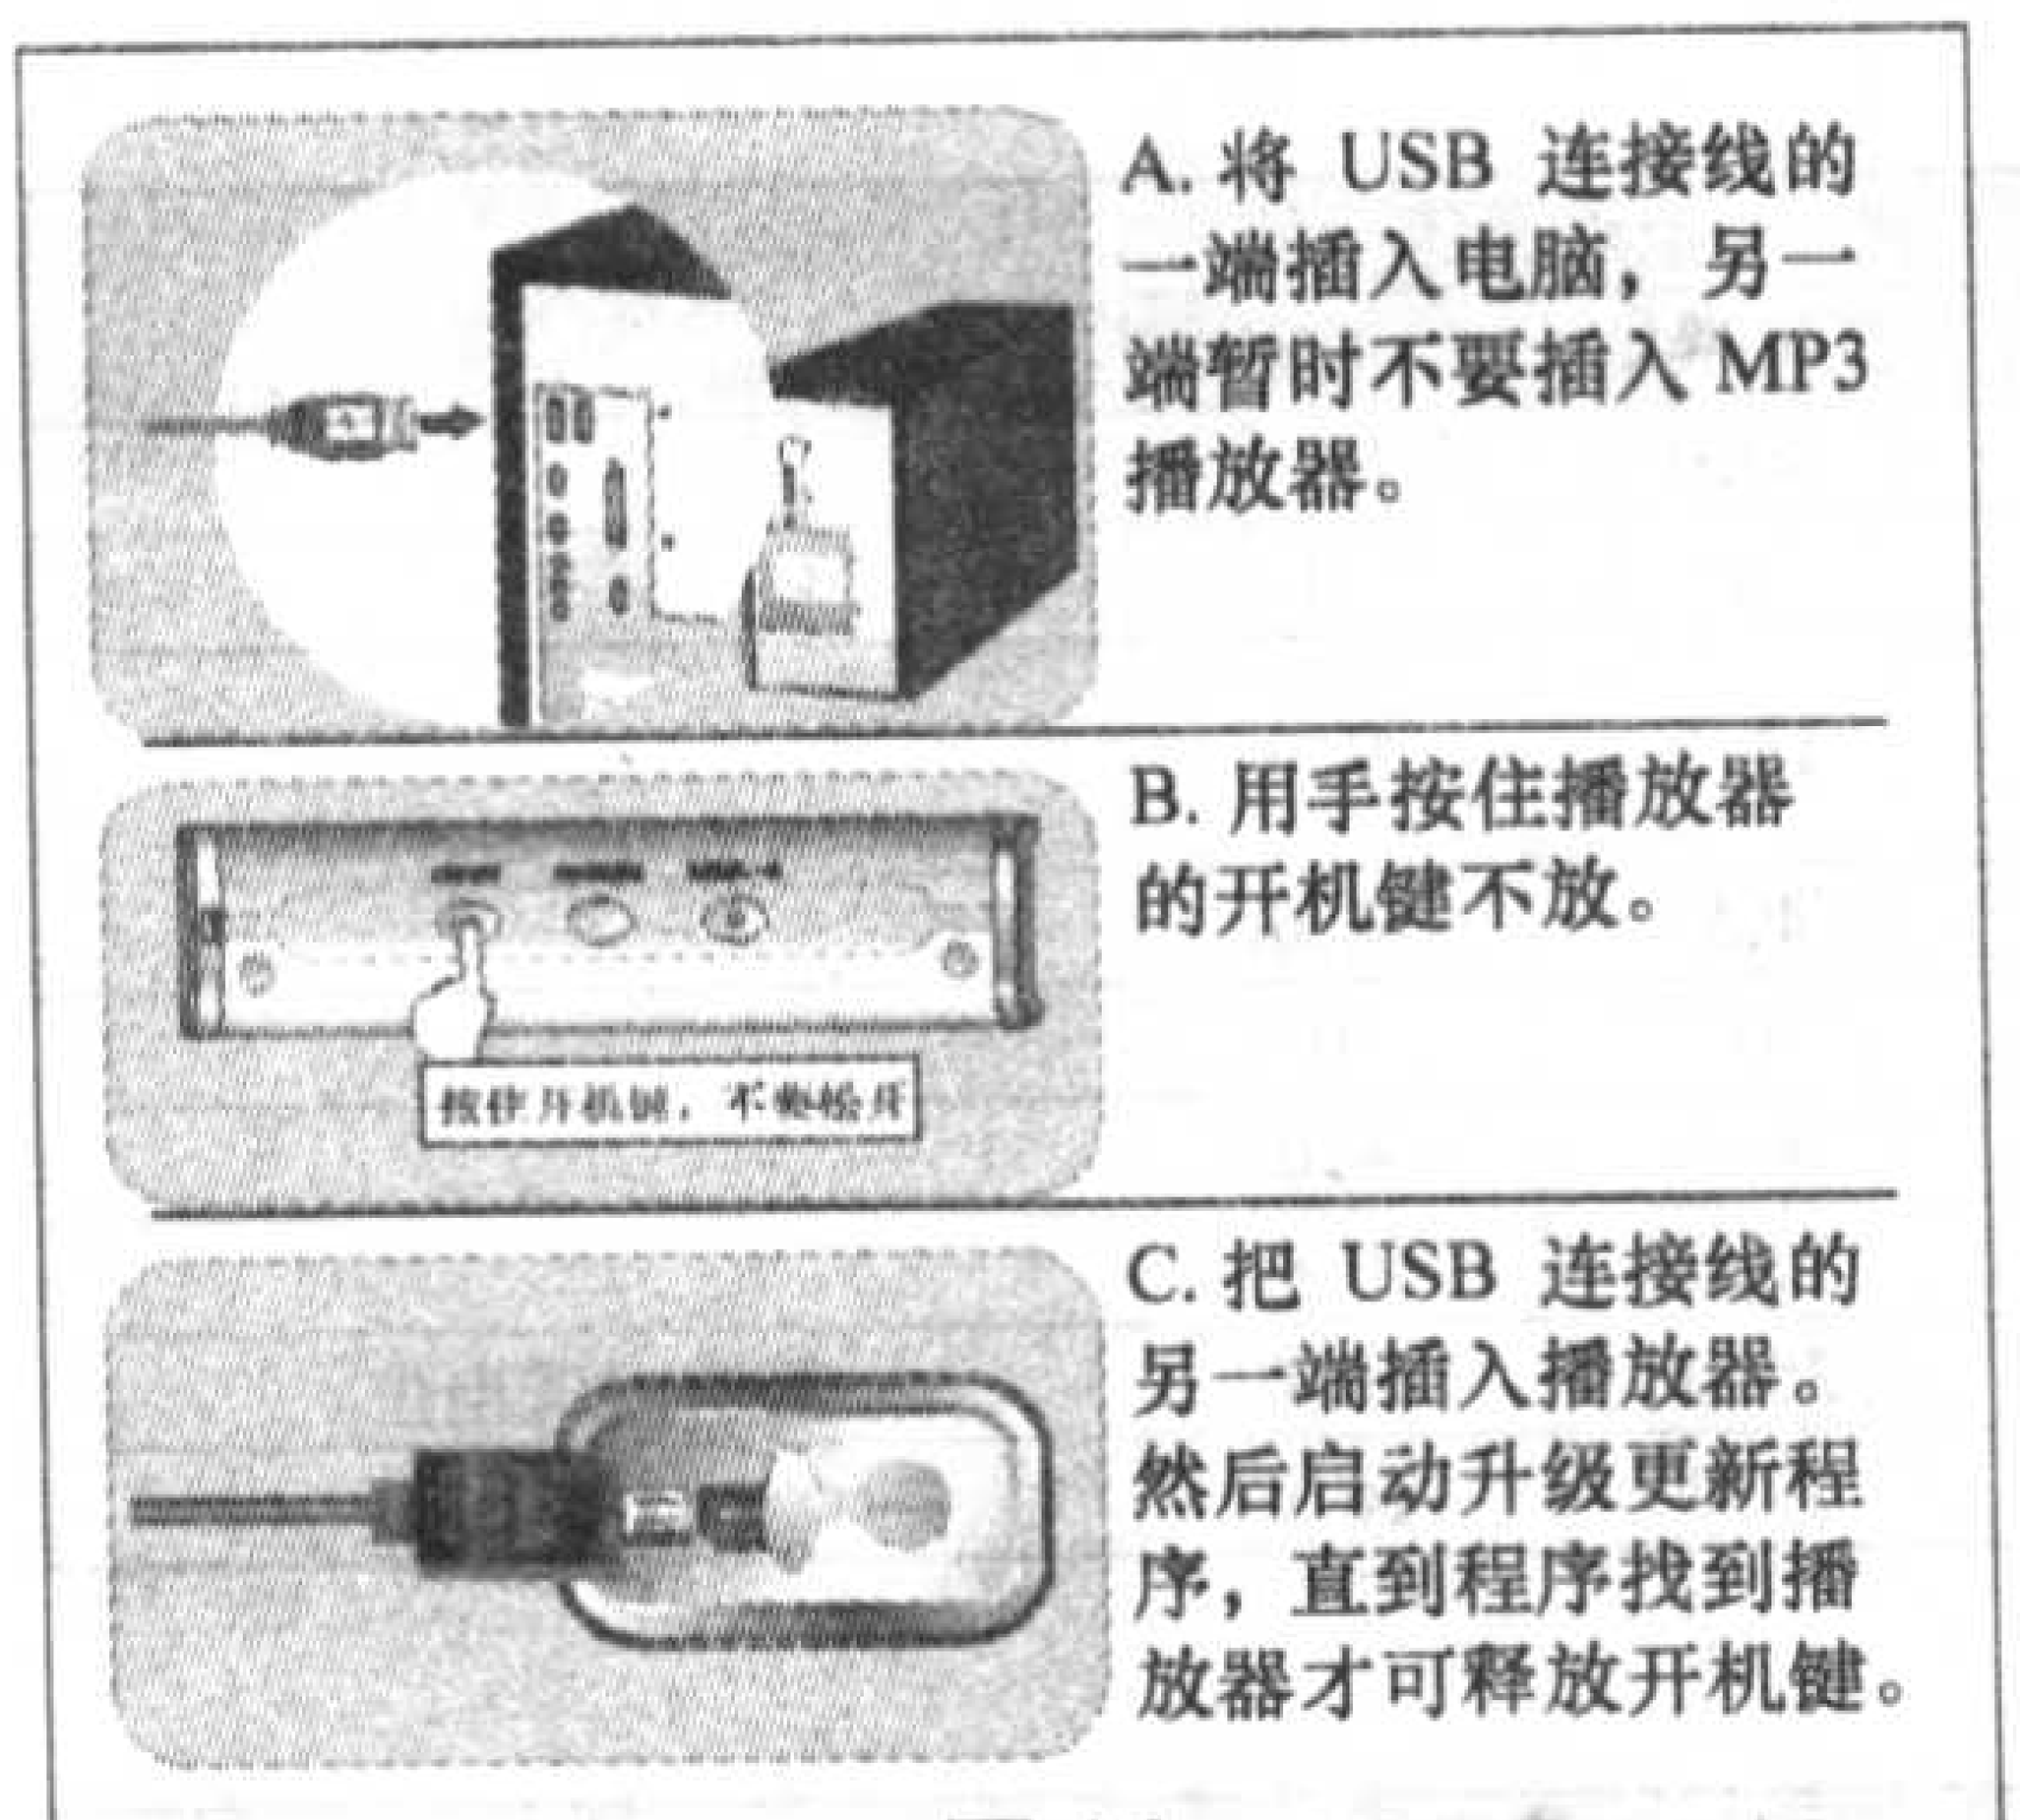

图 11
2.采用特殊升级模式时很易出错的一步是，关闭播放器，取出机内电池（有些机型不需取出电池），将电脑和播放器的USB插口相连接。这里切记：一定要先按住“PLAY”等键再接USB线，直到程序找到播放器才可松开，如图11所示。注意，不同机型所需按键可能不同，不都是“PLAY”键，有的是模式键，也有是“ON/OFF（开关机）”等键，这一般在说明书中都有说明，别搞错了。